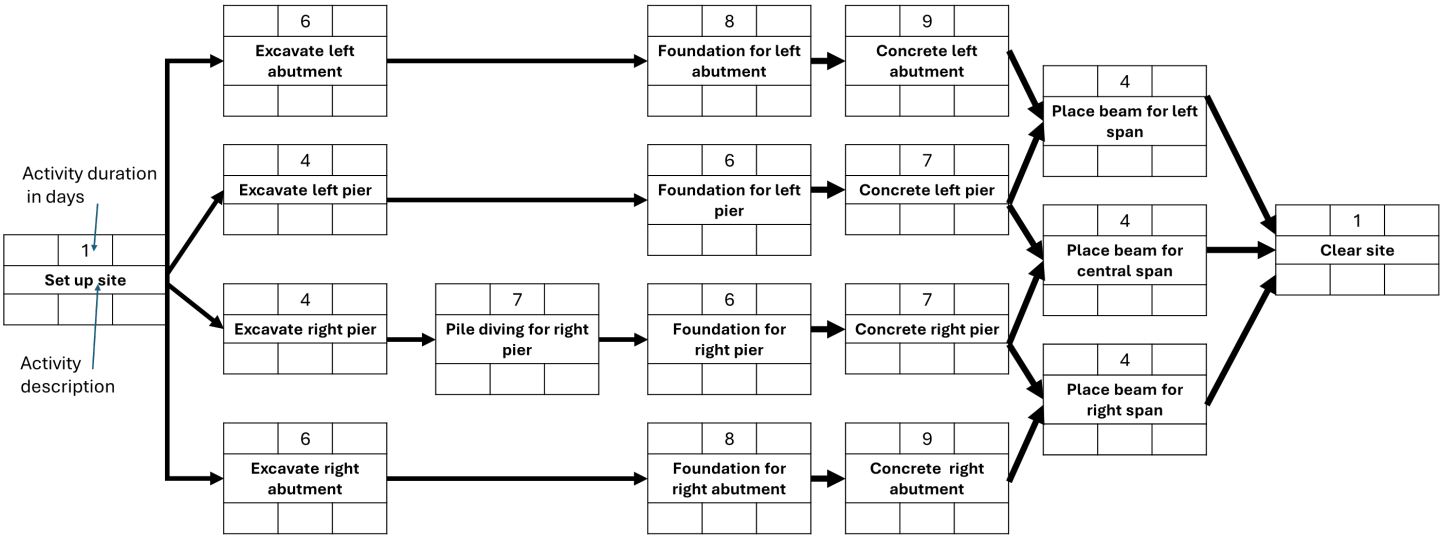

Figure Qu 5(a): Network diagram for a simple highway bridge
5. a) Figure Qu 5(a) below and attached is a network diagram. Calculate the **earliest start time**, **earliest finish time**, **latest start time**, **latest finish time**, **total float** for each activity. Please identify the **total project duration**, **critical path** and briefly explain the meaning of critical path. Submit the template on page **5** to show how you identify the above-mentioned items.